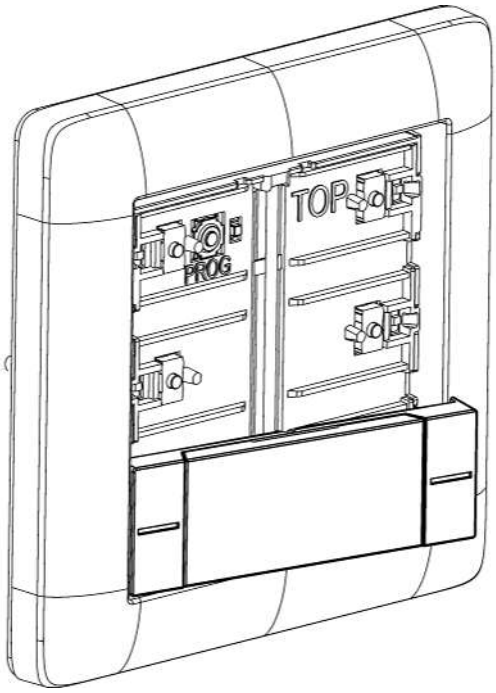

Figure 7: Slide the side of the rocker into place
- Slide the side of the rocker into place (see figure 7).